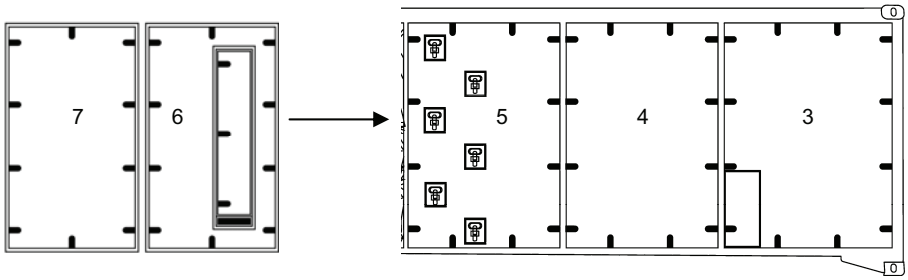

Figure 22. Flat Rack Panel #5, #6 and #7 Installation.
2. Install flat rack panel #5 on the back of the TWPS and panels #6 and #7 at the generator end then latch in place (Figure 22).